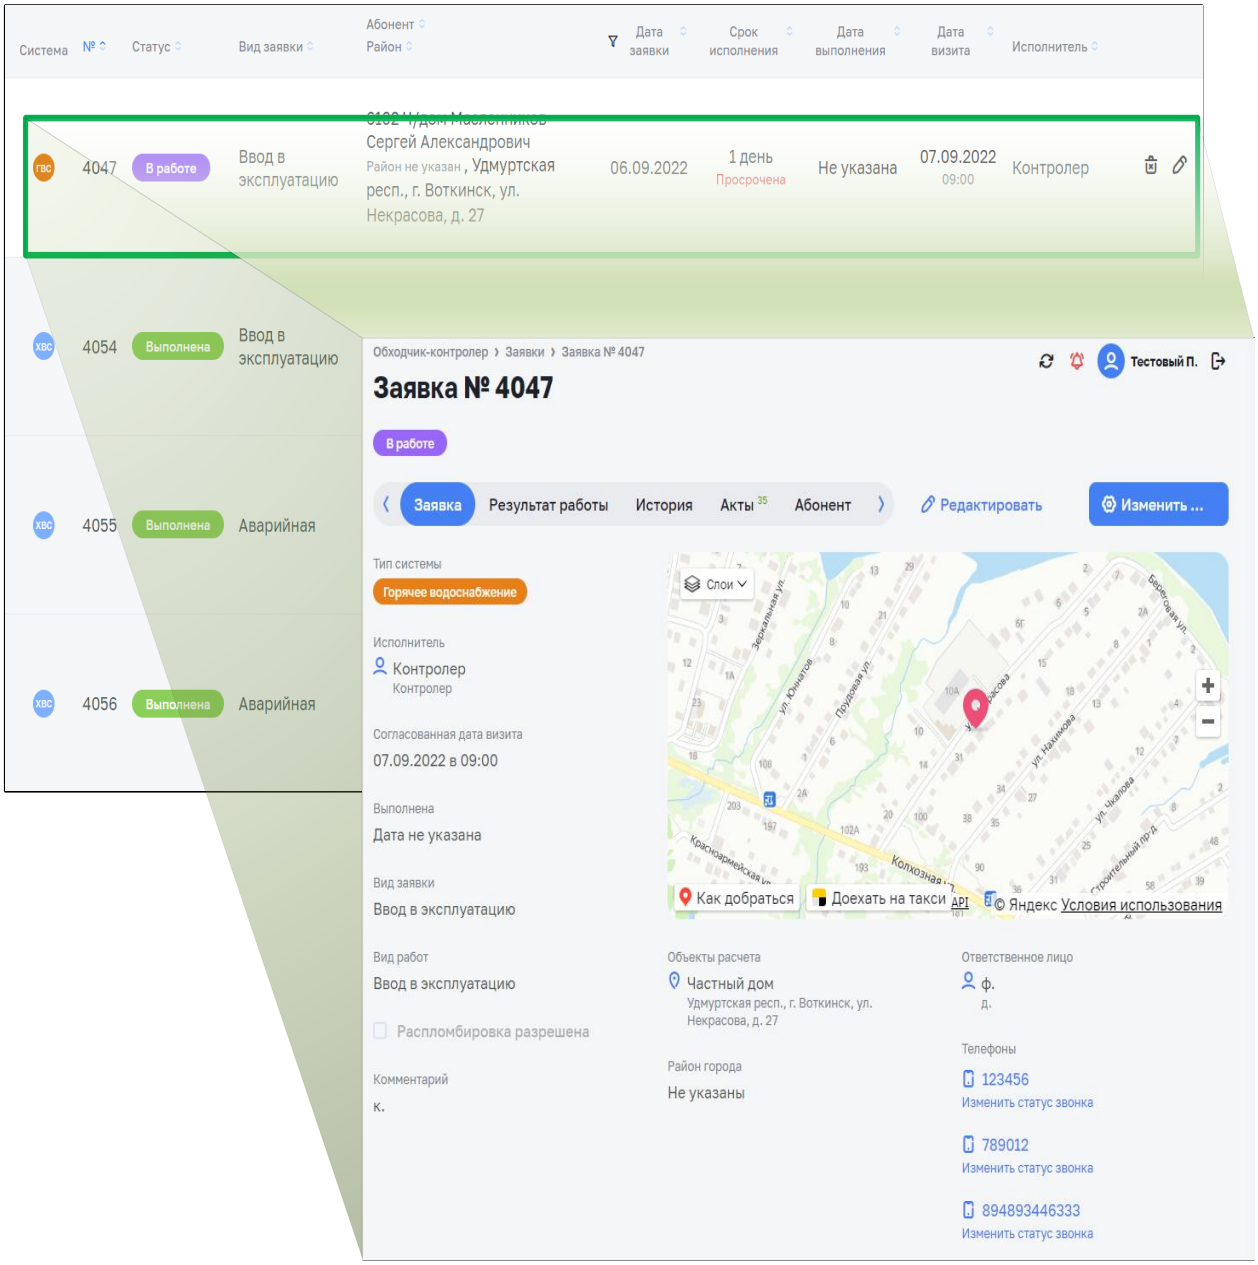

Рисунок 8 – Переход к заявке из таблицы списка заявок
– при клике по строке левой кнопкой мыши осуществляется переход к соответствующему документу (см. Рисунок 8);